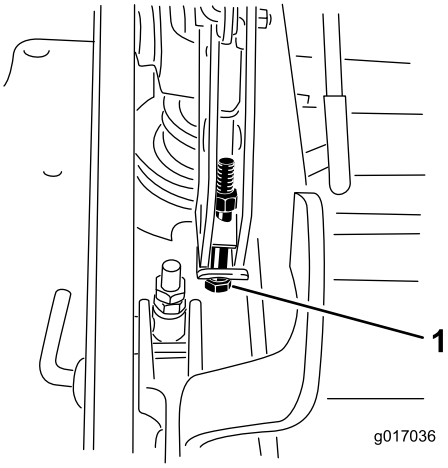

Figur 91
13. Hvis klippeenheten er for lav, kan du stramme til ettrinnsjusteringsbolten ved å vri den med urviseren. Hvis klippeenheten er for høy, kan du løsne ettrinnsjusteringsbolten ved å vri den mot urviseren (Figur 91).